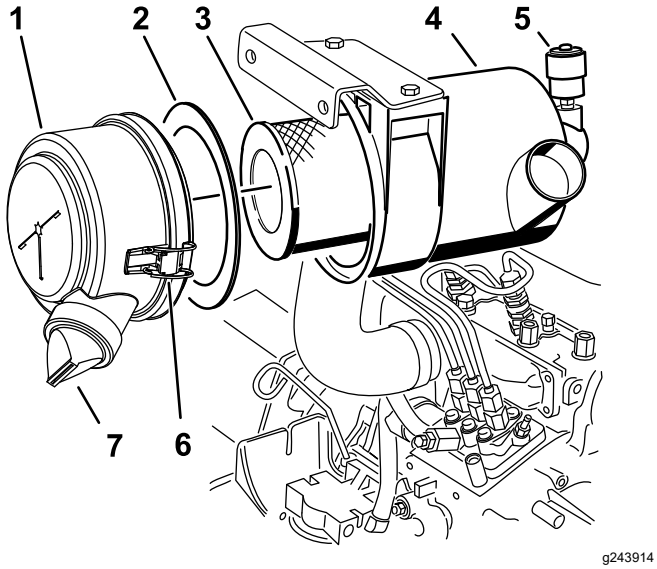

Figuur 70
3. Onderhoud van het luchtfilter (Figuur 70).